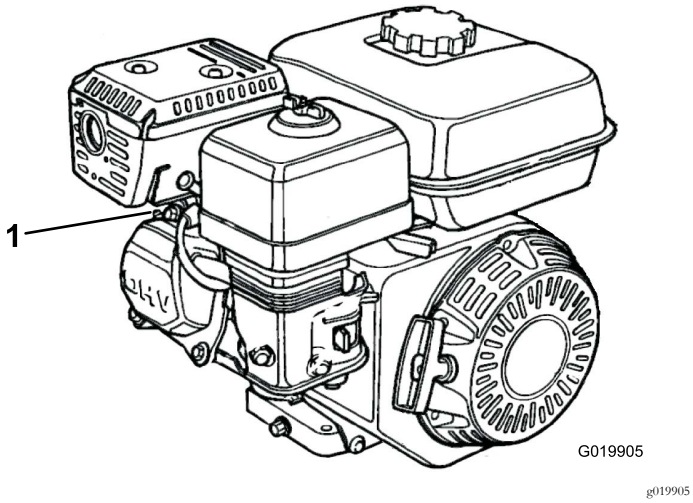

**Figur 33**
1. Lossa tändkabeln från tändstiftet (Figur 33).